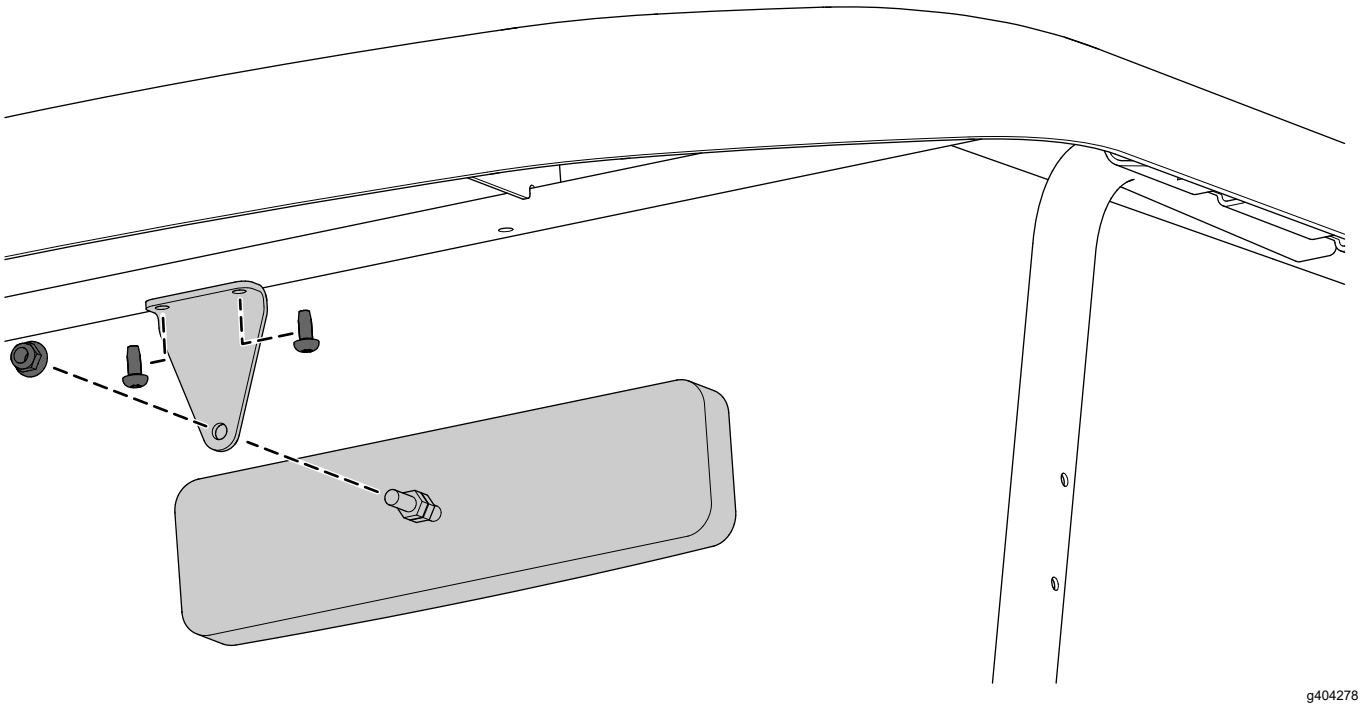

Figura 6
1. Utilize a porca de bloqueio (8 mm) para prender o suporte do espelho ao espelho como se mostra na Figura 6.
2. Utilize dois parafusos autorroscantes para prender o suporte do espelho ao suporte frontal como se mostra na Figura 6.